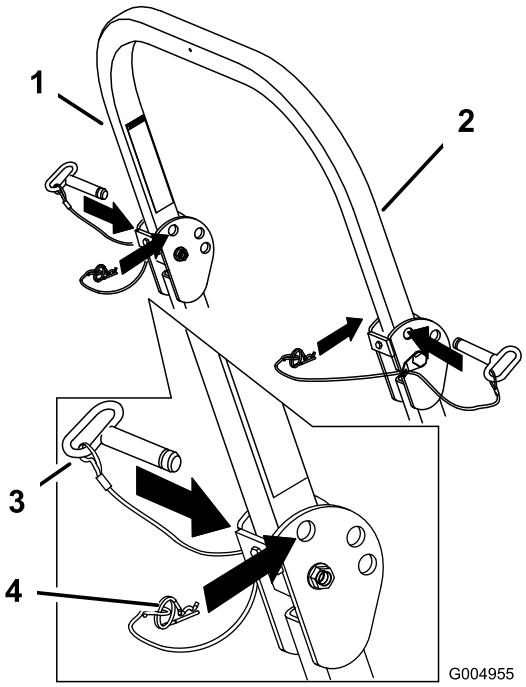

Figuur 9
1. Maak de R-pennen los en verwijder de twee pennen (Figuur 9).
3. Plaats de twee pennen en zet deze vast met de R-pennen (Figuur 9).
4. Om de rolbeugel omhoog te klappen, moet u de R-pennen losmaken en de twee pennen verwijderen (Figuur 9).
5. Klap de rolbeugel omhoog, plaats de twee pennen en zet deze vast met de R-pennen (Figuur 9).